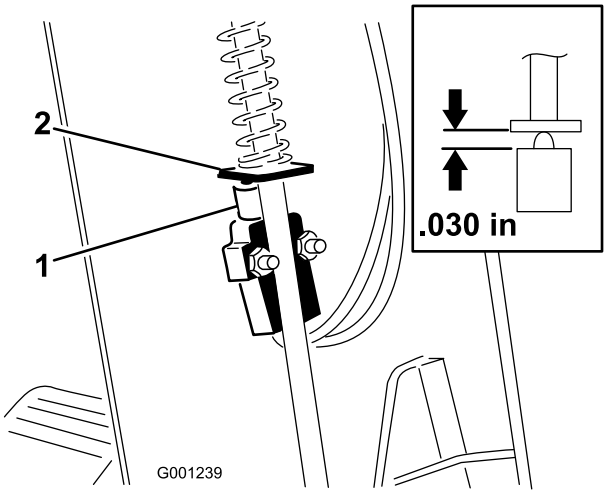

Figuur 61
3. Schuif de kap omhoog langs de stuuras zodat de parkeerremschakelaar zichtbaar wordt (Figuur 61).
5. Houd de peddel van de parkeerremstang recht voor de plunjer van de schakelaar (Figuur 61)
6. Duw de parkeerremhendel omlaag en zet de schakelaar omhoog totdat de lengte van de samengedrukte plunjer van de schakelaar 0,762 mm is (Figuur 61, inzet). Dit is de afstand tussen de peddel van de parkeerremstang en de behuizing van de plunjer van de schakelaar.